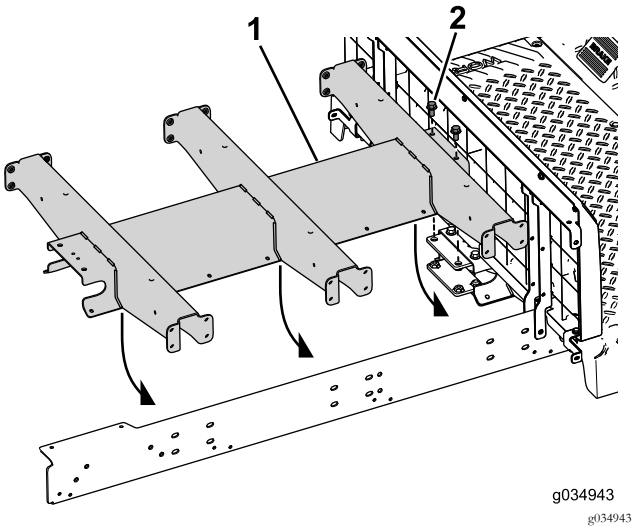

Figur 72
4. Sett inn de to boltene (3/8 x 3-3/4 tomme) og skivene gjennom midtkanalen og det bakre festet (Figur 72).